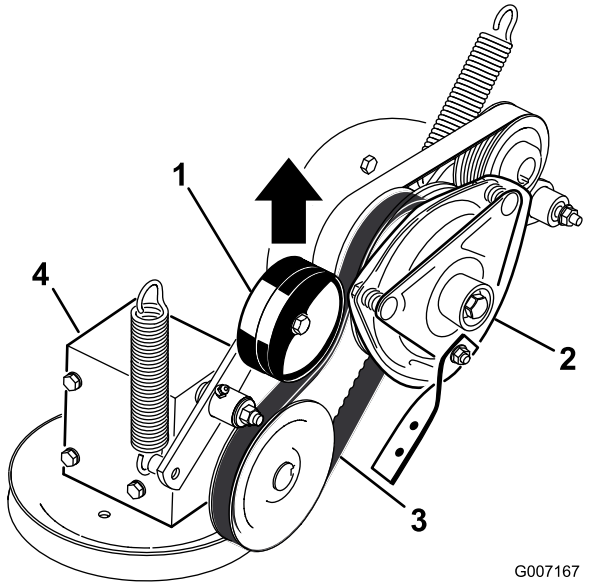

Figur 54
5. Trekk den fjærbelastede lederullen for kraftuttakets drivrem opp og fjern remmen fra clutchremskiven (Figur 54).
17. Trekk den fjærbelastede lederullen for kraftuttakets drivrem opp og monter den på clutchremskiven (Figur 54).